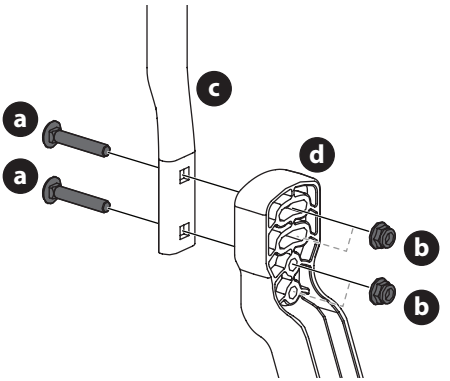

Fig. 8
1. Retirez les deux vis de carrosserie (a) et les deux écrous de blocage à bride (b) qui fixent le levier de commande de transmission des barres de conduite (c) au dispositif de réglage de la poignée supérieure (d) (Fig. 8).
2. Déplacez le levier de commande de transmission des barres de conduite vers l'une des deux hauteurs disponibles et fixez-le à l'aide des vis de carrosserie (a) et des écrous de blocage à bride (b) (Fig. 8).